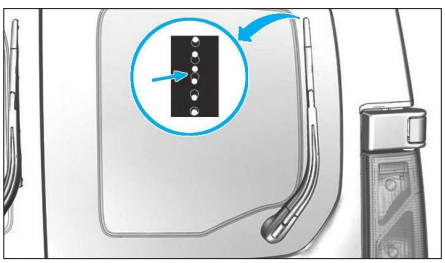

**Fig. 69**
• Poser le bras d'essuie-vitre en fonction du repère sérigraphie ou selon le repère effectuer précédemment **(Fig.69)**.